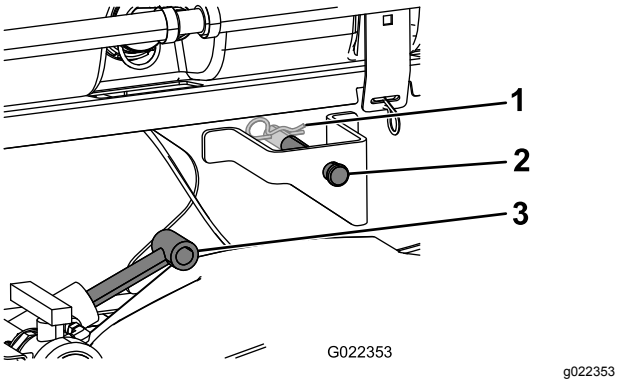

Figuur 9
3. Schuif de hefcilinders uit tot de beugels van het tankframe, en lijn de cilinderfittings uit met de openingen in de beugels van het tankframe (Figuur 9).